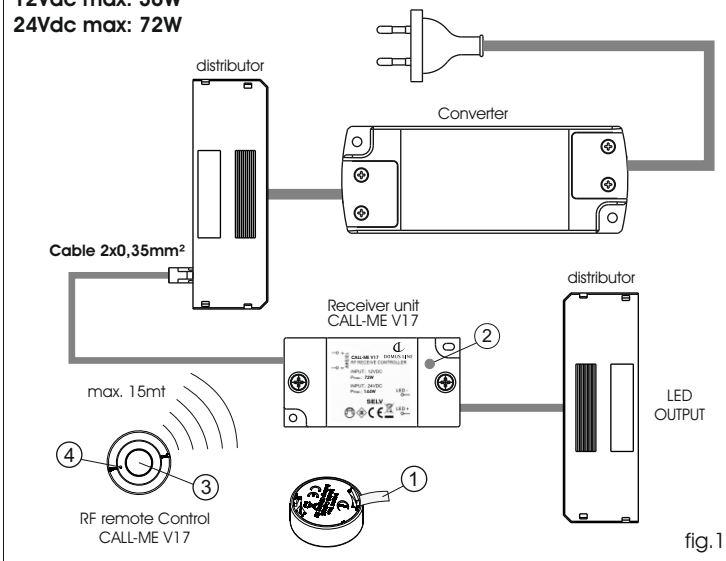

fig.1
- Remove the insulating flap (1) from the transmitter.
- Connect the receiver as shown in fig.1,2,3.
- Connect the power plug to the power supply, the blue LED (2) flashes.
- Briefly press the button (2) of the receiver.
- The blue led (2) lights up for a time of 60 sec. within which you have to complete the programming operation, briefly press twice button (3) on the transmitter (1) . The blue led turns off (2) confirms the correct programming of the system
- Die Isolierfeder (1) entfernen vom Sender.
- Schließen Sie den Receiver, wie in Abb.1,2,3 dargestellt
- Den Stromstecker mit dem Stromnetz verbinden, die blaue LED (2) blinkt einmal auf.
- Kurz die Empfängertaste (2) drücken.
- Die blau leuchtet (2) für eine Zeit von 60 sec. in denen Sie der Programmiervorgang abgeschlossen haben kurz die Taste zweimal (3) auf den Sender (1). Die blaue led schaltet sich aus (2) bestätigt die korrekte Programmierung des Systems